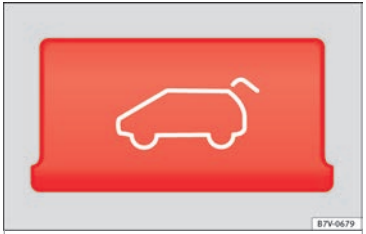

Fig. 6 Detailed view of the centre console: button for unlocking the rear lid
- Press the button on the centre console ›› Fig. 6. The rear lid will be automatically opened.